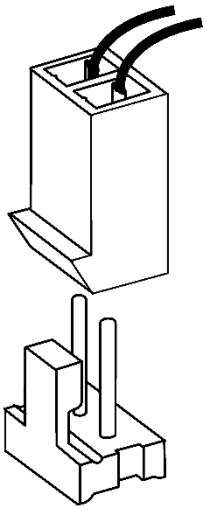

Afbeelding 2: Batterijaansluiting
- Sluit beide batterijen met de juiste polen aan op de sirene (zie afb. 2).